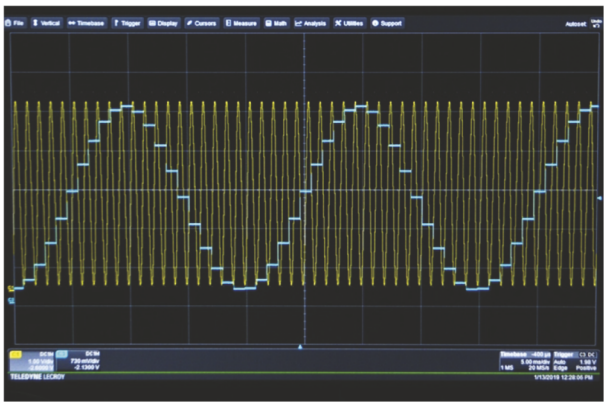

**FIGURE 9.34** (Step 17) Clear display of aliasing in the time domain due to sampling at a frequency that is less than the signal frequency. ⏎
17. **Observing undersampling/aliasing.** You don't need to observe the clock on CH4 anymore. Turn off CH4 to avoid clutter. Continue to decrease the sampling rate below the Nyquist frequency, i.e., below 2 kHz. As the sampling frequency approaches 1 kHz, continue to adjust the timebase to get a few sampled waveforms on the screen. You should see that the steps start to form a sine wave that is at a lower frequency than the original 1 kHz sine wave, as shown in Fig. 9.34. That is aliasing, which happens when you make Nyquist angry.